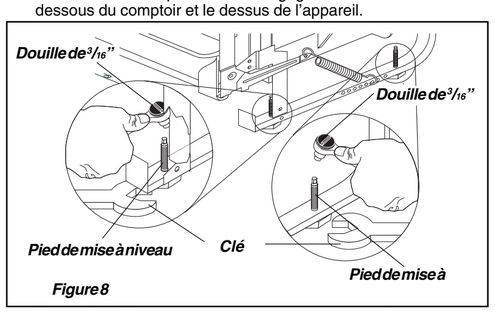

Figure 8
3. Desserrez les pieds de mise à niveau avant et arrière, en les tournant dans le sens inverse des aiguilles d'une montre. Référez-vous au tableau pour vérifier le nombre de tours nécessaire. **Voir figure 8.** La hauteur des pieds de mise à niveau avants doit permettre un dégagement de 1/4" entre le dessous du comptoir et le dessus de l'appareil.